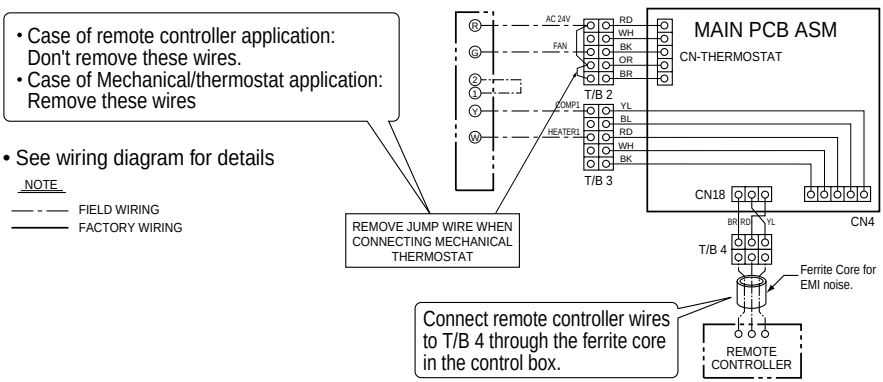

Figure 5A
■ Cooling only - 1 Comp, 1 Heater(Figure 5A)